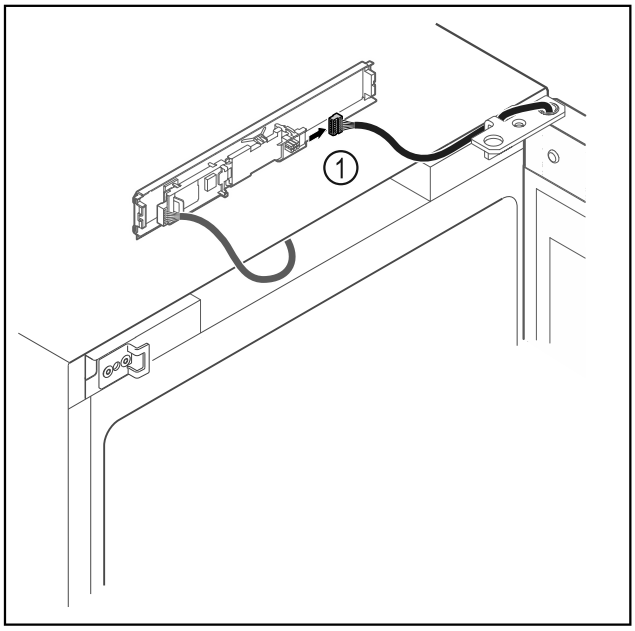

Fig. 8
▶ Disconnect the plug *Fig. 8 (1)* from the circuit board.